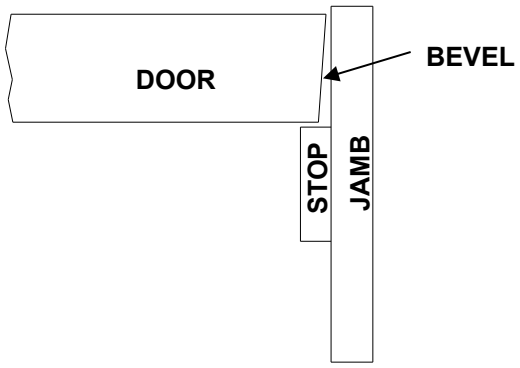

Figure 2
4. If your existing door has a bevel, the same should be made on your new door, as shown in Figure 2. Most doors are beveled approximately 3º to 5º to prohibit door from rubbing or sticking in jamb when closing.